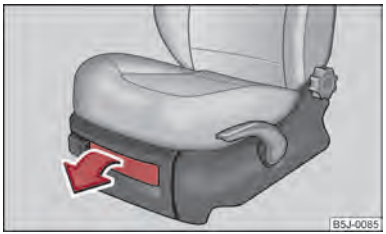

Fig. 72 Sedile anteriore: scomparto portaoggetti
– Per aprire lo sportello ribaltare il coperchio e tirare ⇒ fig. 72.